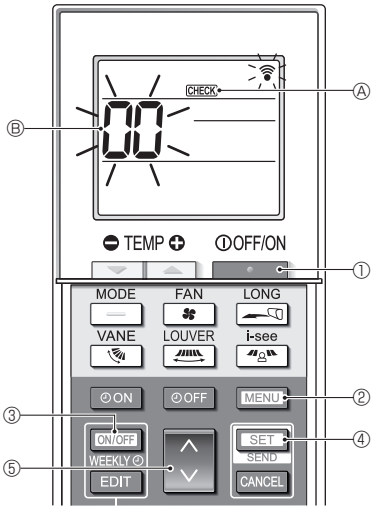

Abb. 7-6
7.3.2. Für die drahtlose Fernbedienung (Abb. 7-6)
■ **Selbstprüfung (Abb. 7-6)**
1. Drücken Sie die Taste [ ] ①, um die Klimaanlage anzuhalten.
- Wenn der Wochen-Timer aktiviert ist (WEEKLY eingeschaltet ist), drücken Sie die Taste [ON/OFF WEEKLY] ③, um ihn zu deaktivieren (WEEKLY ist ausgeschaltet).
2. Drücken Sie die Taste [MENU] ② 5 Sekunden lang.
3. Drücken Sie die Taste [▲▼] ⑤ zum Auswählen der Kältemitteladresse (M-NET-Adresse) Ⓑ des Innengeräts, für das die Selbstprüfung ausgeführt werden soll.
4. Drücken Sie die Taste [SET] ④.
5. Drücken Sie die Taste [ ] ①.